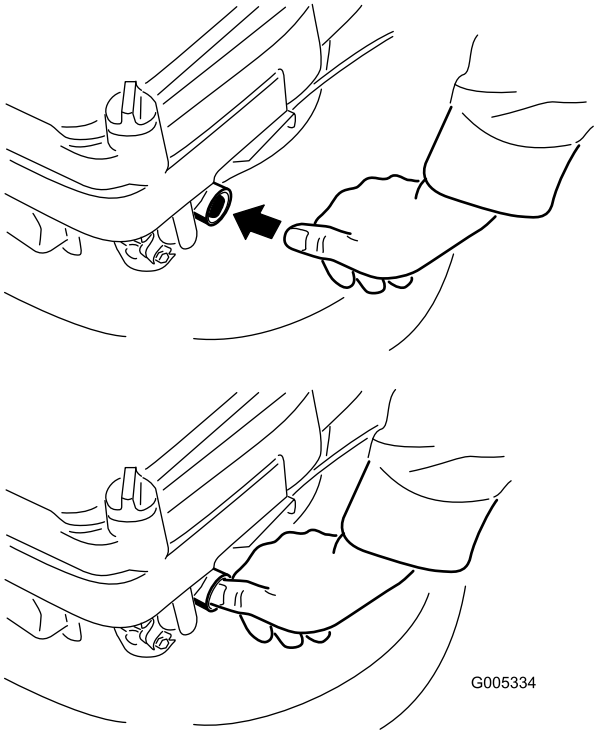

Bild 11
2. Drücken Sie die Kaltstarthilfe einmal kräftig mit dem Daumen (Bild 11).